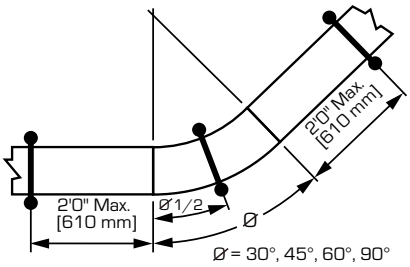

**Figure 6-1**
1. Horizontal Elbow Supports (See Figure 6-1) Supports for horizontal tray fittings should be placed within 2' (610mm) of each fitting extremity, and as follows: